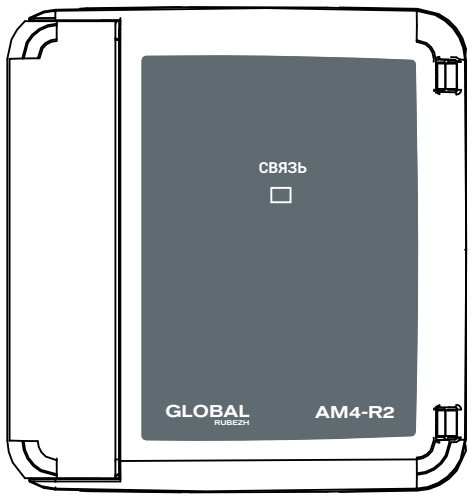

Рисунок 1
5.1 Адресные метки конструктивно выполнены в пластмассовом корпусе. Корпус состоит из двух частей – основания и крышки. Крышка (рисунок 1) имеет окно для индикатора СВЯЗЬ, расположенного на плате.